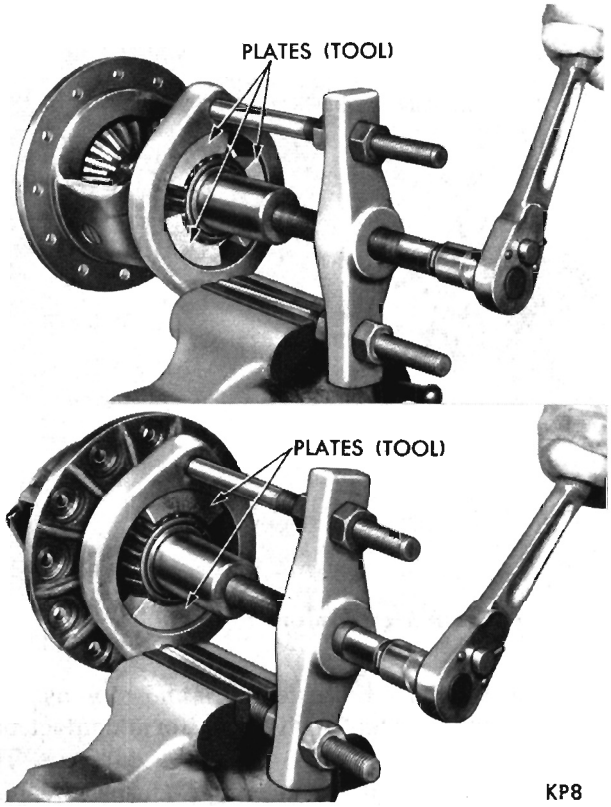

Fig. 23—Removing Differential Bearings
(2) Inspect differential bearing cones, cups and rollers for pitting, spalling or other visible damage. If replacement is necessary, remove bearing cones from differential case with Tool C-293 and adapter plates No. 43 (Fig. 23).
(3) Inspect differential case for elongated or enlarged pinion shaft hole. The machined thrust washer surface areas and counterbores must be smooth and without metal deposits or surface imperfections. If any of the above conditions exist, satisfactory correction must be made or the case replaced. Inspect case for cracks or other visible damage which might render it unfit for further service.
(4) Inspect differential pinion shaft for excessive wear in contact area of differential pinions. Shaft should be smooth and round with no scoring or metal pickup.
(5) Inspect differential side gears and pinions, they should have smooth teeth with a uniform contact pattern without excessive wear or broken surfaces. The differential side gear and pinion thrust washers should be smooth and free from any scoring or metal pickup.
(6) Inspect axle shaft thrust block for excessive wear or visible damage. The wear surface on the opposite ends of the blocks, must be smooth.
(7) Inspect differential pinion shaft lock pin for damage or looseness in case. Replace pin or case as necessary.
(8) Inspect drive gear and pinion for worn or chipped teeth or damaged attaching bolt threads. If replacement is necessary, replace both the drive gear